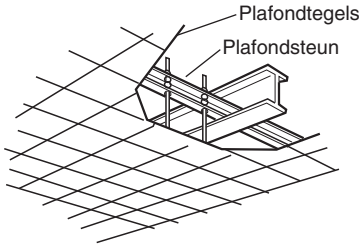

Afb. 3-4
- Gebruik bestaande plafondsteunen of maak een geschikte ondersteuning (Afb. 3-4).